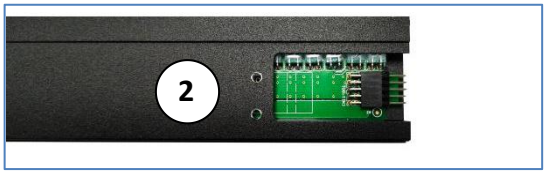

Figure 2 The assembly number
(3) On each end of the segment, there is a number, which shows the order of the assembly. Also, the number indicates to which other segment it shall be attached (see Figure 2)